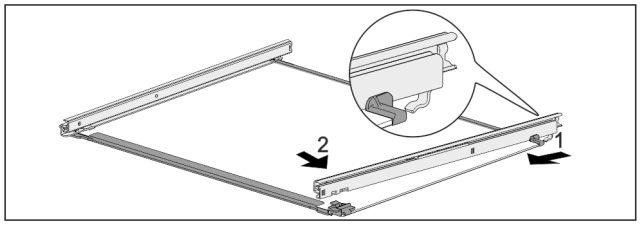

Fig. 192 Steklena plošča z vodili
- ▶ Vodilo obesite na kavelj na zadnji strani. *Fig. 192 (1)*
- ▶ Vodilo zaskočite na sprednji strani. *Fig. 192 (2)*